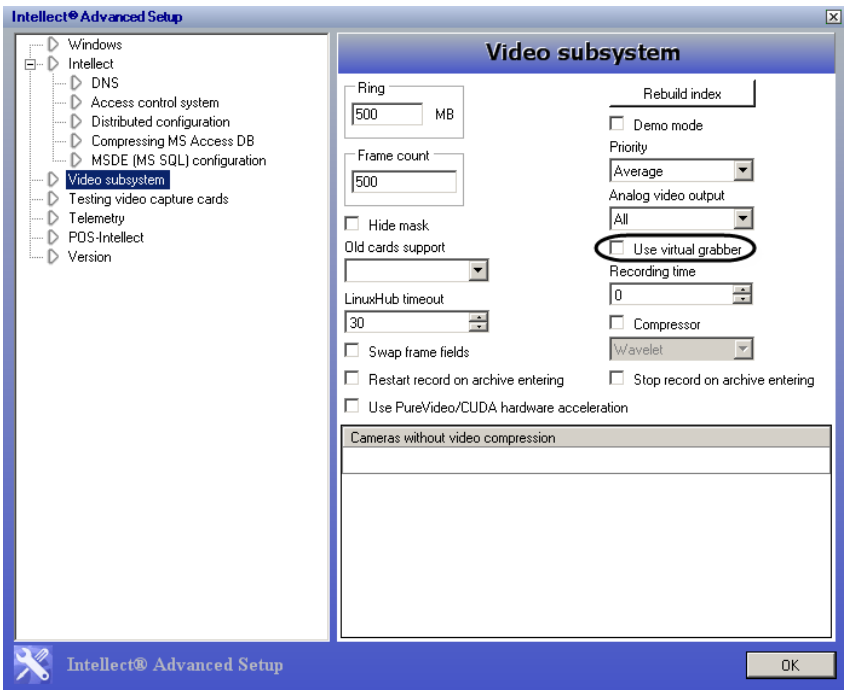

Figure 8.4-25 Video capture card presetting
1. Set the “Use virtual grabber” checkbox (the “Video subsystem” section in Tweake.exe utility) (Figure 8.4-25), having shut down INTELLECT™ beforehand.